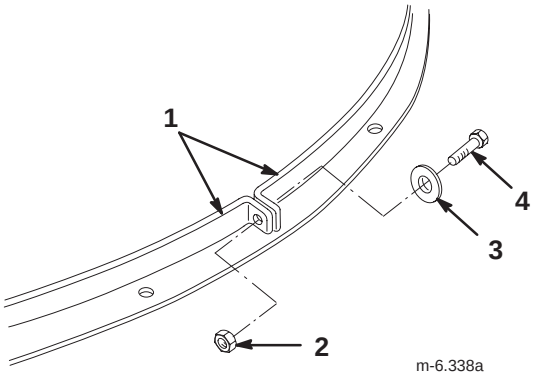

Bild 15
10. Entfernen Sie die Schraube, Scheibe und Mutter, mit denen die beiden Riemenenden zusammengehalten werden (Bild 15).
14. Verbinden Sie die beiden Riemenenden um die Recyclerabdeckung (siehe Bild 15).
9. Entfernen Sie die Schraube, Scheibe und Mutter, mit denen die beiden Riemenenden zusammengehalten werden (Bild 15).
15. Verbinden Sie die beiden Riemenenden um den Auswurfkanal (Bild 15).
16. Richten Sie die Löcher in den Riemenenden aus und ziehen Sie sie mit der vorher abgenommenen Schraube, der Scheibe und der Mutter fest (Bild 15).